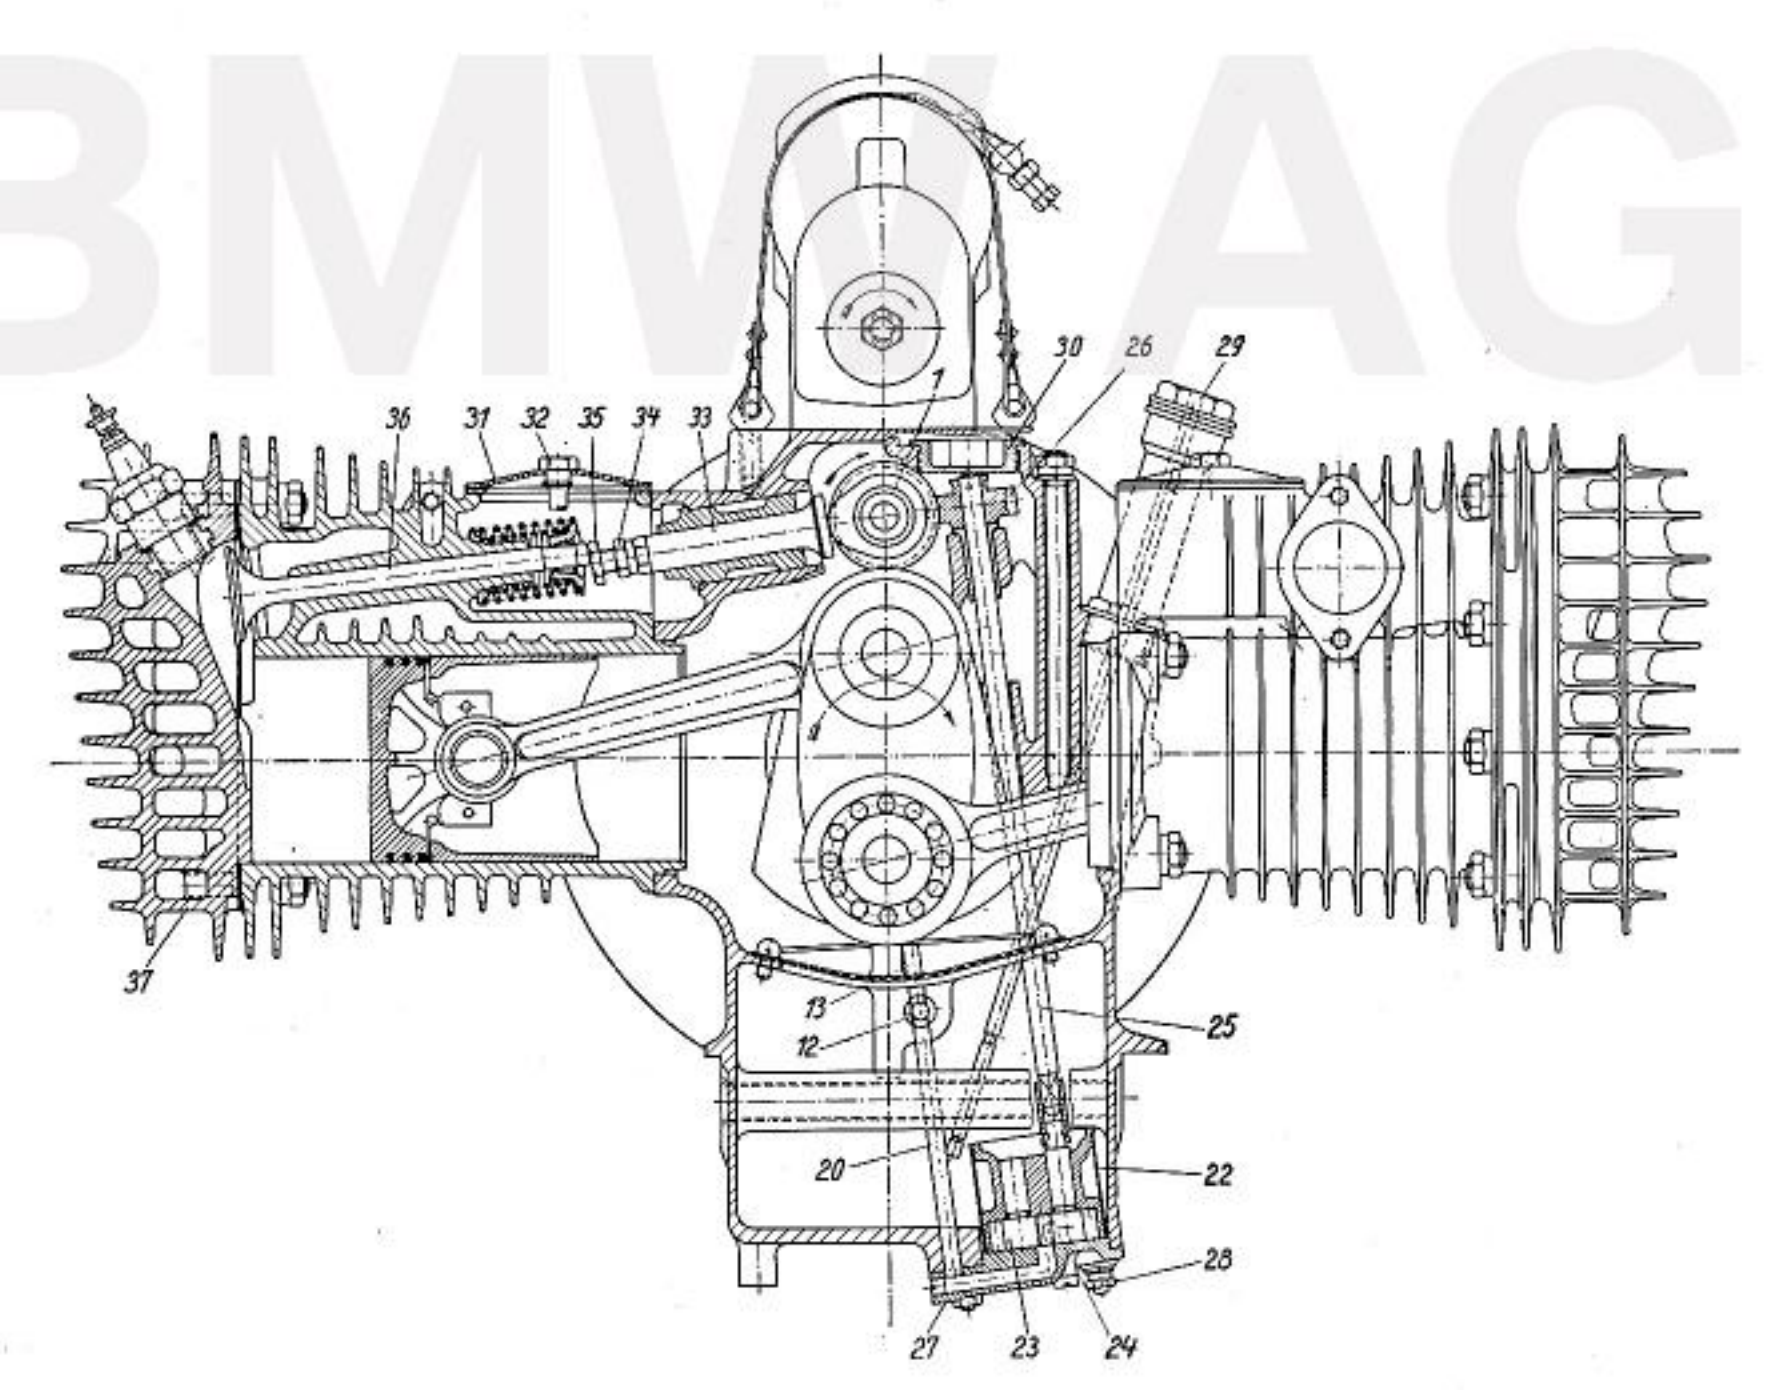

Abb. 36 Tourenmotor mit teilweisem Querschnitt durch die Zylindermitte
**Wichtig! Vor Auseinandernehmen der Motorgehäusehälften zuerst Verschlußschraube 30 entfernen, dann Antriebswelle 25 mit Schneckenrad 26 mittels Flachzange herausziehen (Abb. 36).**